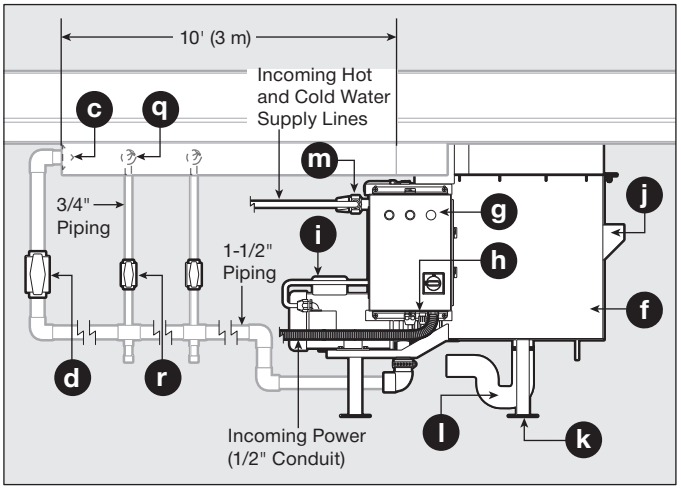
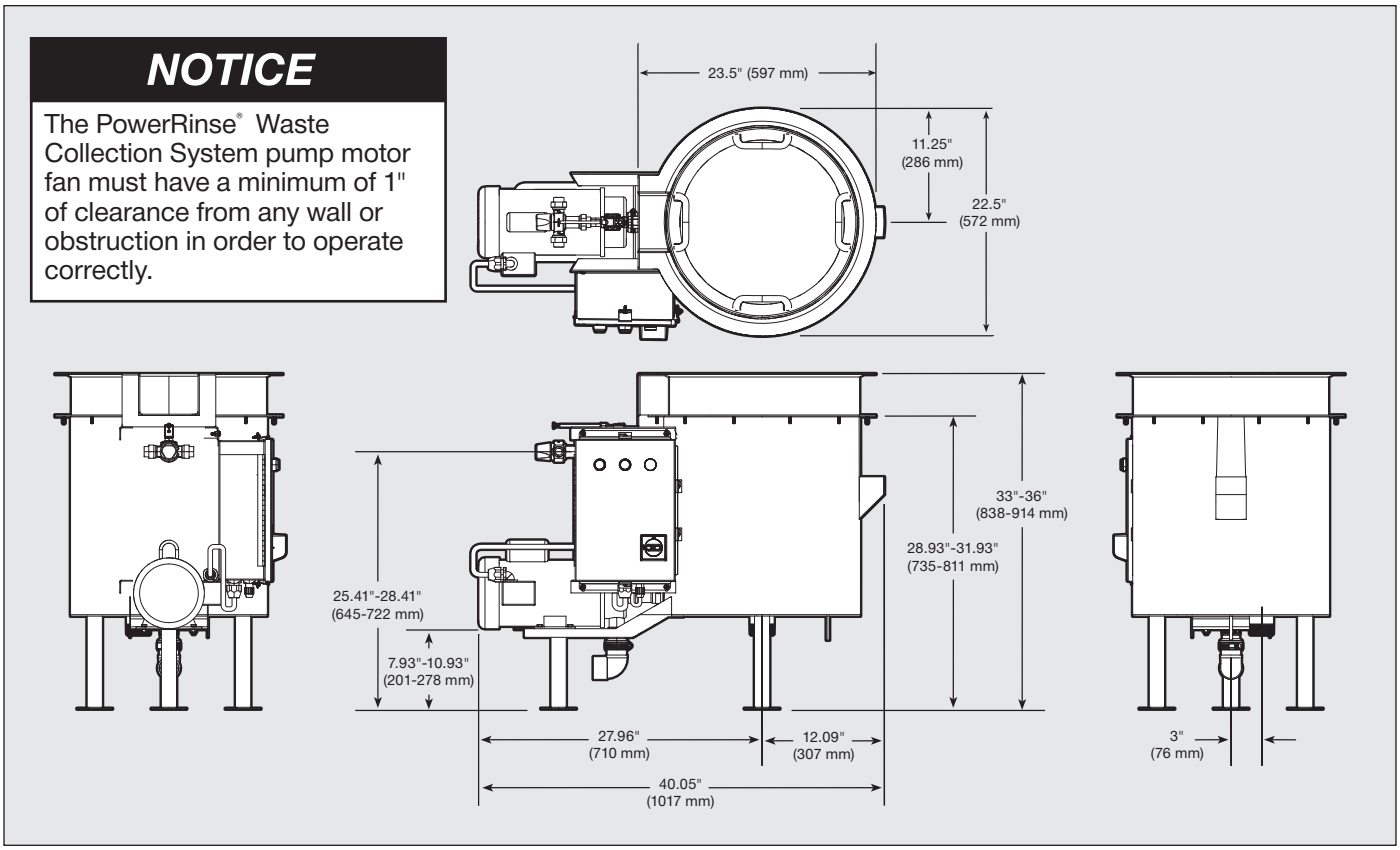

*Figure 3. Typical Installation*
*Figure 5. PowerRinse® Waste Collection System Dimensions*
The PowerRinse Waste Collection System is CUL® US Listed when installed in conjunction with InSinkErator pumps and controls, and per the installation instructions in this Installation, Care, and Use Manual (see Figures 3 and 4 for typical installations).
e. Waste Collector Base Assembly (see Figure 3)
Figures 3 and 4 illustrate the typical installation of the PowerRinse® Waste Collection System. For a complete list of system components refer to the System Components list located to the left of Figure 3. See Figure 5 on next page for system dimensions.